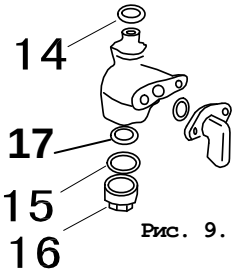
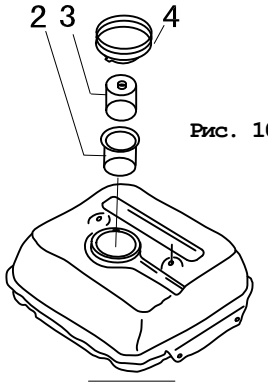

Рис. 9.
Рис. 10.
5.4.2. При заправке следует использовать мерный стакан для масла в крышке бака поз. 3. (рис. 10). Емкость мерного стакана соответствует полному баку 4500 мл. Смешивать бензин с маслом рекомендуется в отдельной прозрачной емкости до образования равномерной смеси, затем переливать ее в бак генератора.
9.4.2. Снять крышку бака поз. 4 (рис. 10) и колпачок крана подачи топлива поз. 16 (рис. 9), стараясь не повредить уплотнения. Слить остатки топливной смеси во вспомогательную емкость.
9.4.3. Удалить загрязнения с фильтров поз. 17 (рис. 9) и поз. 2 (рис. 10) промыванием в легком растворителе (типа №646) и продувкой. Высушить фильтры и установить их на место.
9.5.2. Удалить или полностью выработать имеющуюся в баке топливную смесь. Слив производить, сняв колпачок поз. 16 (рис. 9) крана подачи топлива.